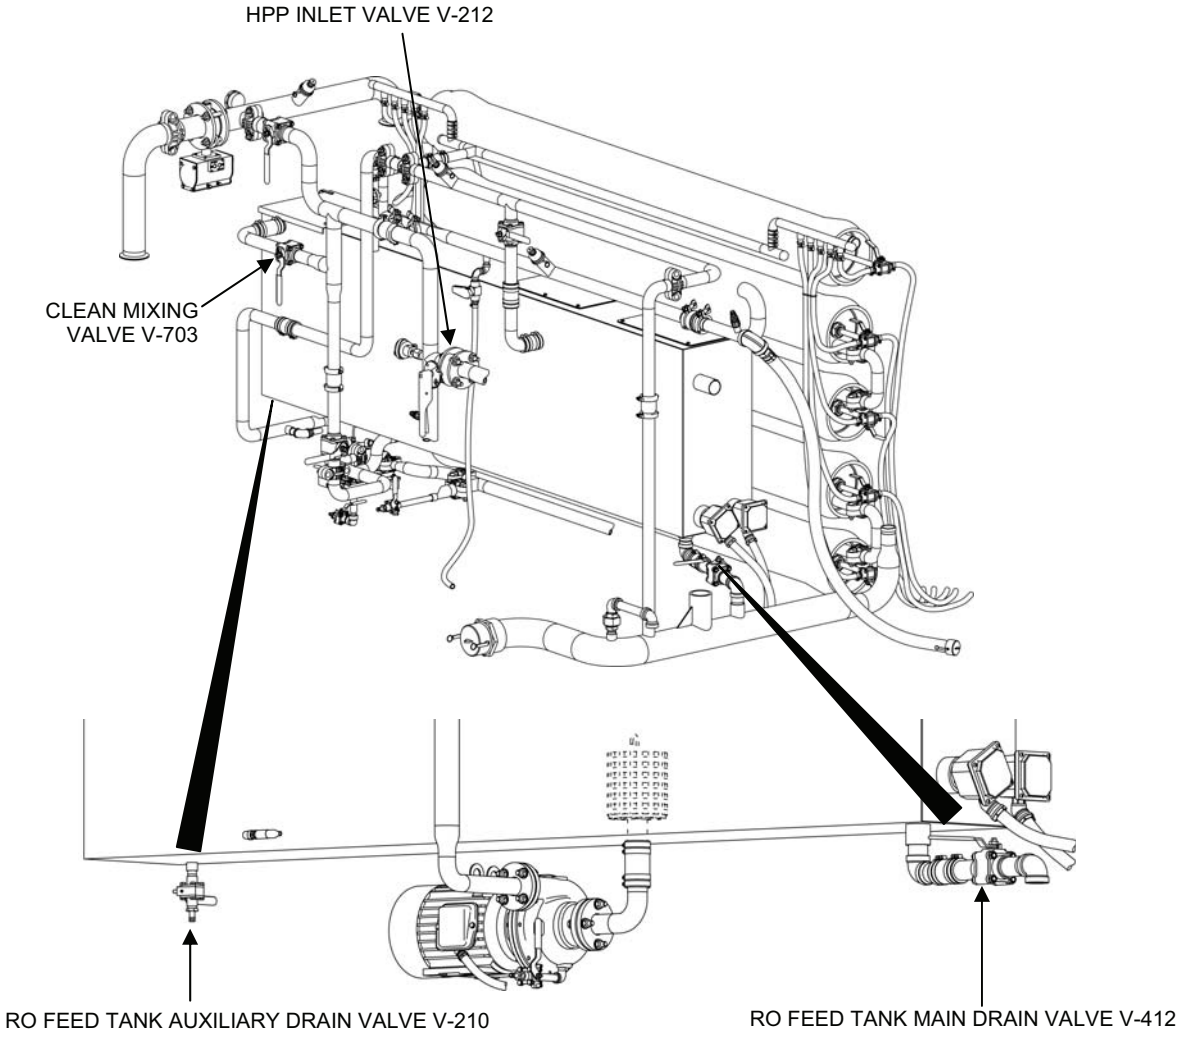

Figure 5. Valves for Preparing Water for RO Acid Cleaning.
5. Prepare water for RO acid cleaning as follows (Figure 5):